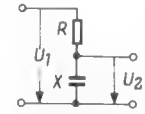
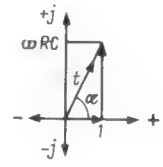
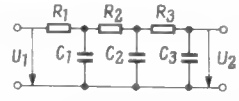

Bild 6. Einfacher Phasenschieber
Bild 7. Grafische Darstellung des Teilerverhältnisses eines Phasenschiebers nach Bild 6
Bild 9. Dreigliedriger Phasenschieber
Ein frequenzabhängiger Spannungsteiler und *Phasenschieber* ist nun in *Bild 6* dargestellt. Er besteht aus dem ohmschen Widerstand R und dem kapazitiven Widerstand X. Nach dem Ohmschen Gesetz sind die Spannungen den Widerständen proportional, und damit finden wir für das Teilerverhältnis
Man sieht, daß das Teilerverhältnis erstens komplex (Realteil = 1, Imaginärteil durch j gekennzeichnet = ωRC) und zweitens frequenzabhängig ist ($\omega = 2\pi f$). Die grafische Darstellung von t ist anschaulicher. Wir tragen den Realteil in waagerechter, den Imaginärteil in senkrechter Richtung auf und erhalten in *Bild 7* für bestimmte Werte R (Ω), ω (Hz) und C (F) das Teilerverhältnis t als Summe von Real- und Imaginärteil. Der Realteil bleibt konstant 1. Der Imaginärteil hingegen ändert sich, wenn R, C oder ω verändert werden. Je größer wir eine dieser Komponenten machen, desto größer wird t, desto größer wird, wie man Bild 7 entnehmen kann, aber auch der Winkel α.
Wenn wir nun den Spannungsteiler nach Bild 6 so dimensionierten, daß er die Phase nicht um 90°, sondern nur um z. B. 70° dreht, dann würde U_2 nicht null, weil t nicht unendlich wird, wie man Bild 7 entnehmen kann. Allerdings muß man dann mindestens drei solcher Phasenschieber hintereinanderschalten, um die Phasenumkehr von 180° zu erhalten. Wählt man die Phasendrehung je Glied noch kleiner (macht man also t noch kleiner), so wird auch U_2 größer und damit die erforderliche Verstärkung v kleiner, das setzt dann aber vier oder mehr Glieder hintereinander voraus. Wir beschränken uns auf die dreigliedrige Kette, wie sie in *Bild 9* dargestellt ist.
Auch wenn $R_1 = R_2 = R_3$ und $C_1 = C_2 = C_3$ ist, drehen die einzelnen Glieder R_1, C_1 bzw. R_2, C_2 die Phase in unterschiedlichem Maße. In R_3, C_3 haben wir genau die Verhältnisse, wie sie in Bild 6 dargestellt wurden, und wir finden auch die Lösung für t grafisch wie in Bild 7. Für R_2, C_2 sieht es schon anders aus: Der Widerstand X aus Bild 6 setzt sich hier nämlich aus C_2 und der ihm parallelgeschalteten Reihenschaltung R_3, C_3 zusammen. Um das Verhältnis U_1/U_2 dieser Anordnung mit elementaren Mitteln zu berechnen, würde man die Reihenschaltung R_3, C_3 in eine Parallelschaltung umrechnen, und man würde die daraus erhaltene Parallelkapazität zu C_2 addieren.
Betrachten wir noch einmal unsern Spannungsteiler nach Bild 6, der jetzt in *Bild 11* als Vierpol dargestellt ist. Daraus lassen sich die Konstanten bestimmen: